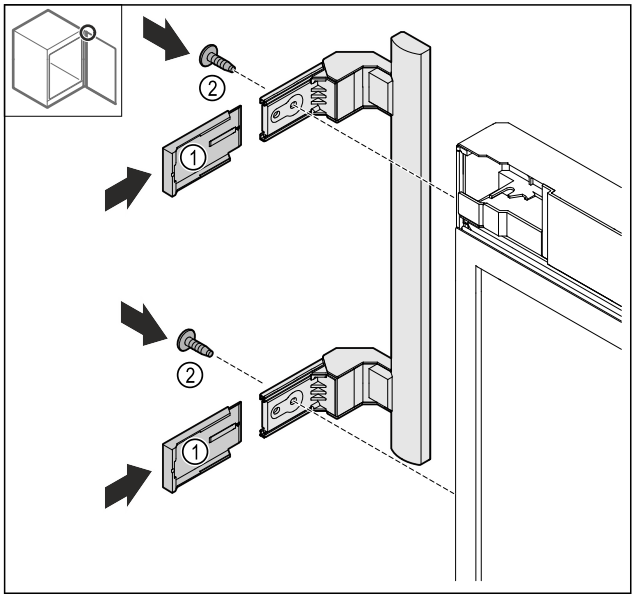

Fig. 21
- ▶ Afdekkingen *Fig. 21 (1)* terugplaatsen.